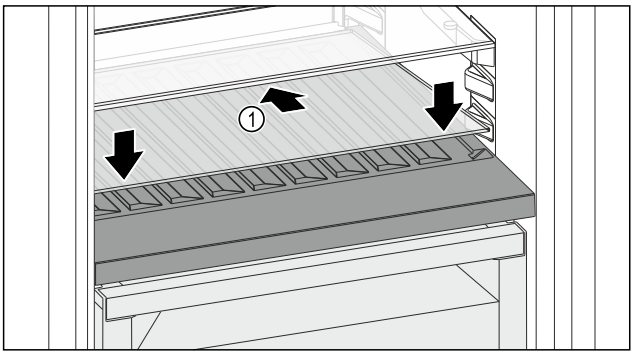

Fig. 174
▶ Place the glass shelf *Fig. 174 (1)* at an angle, sloping it downwards and backwards.
▶ Lower the glass shelf *Fig. 174 (1)* at the front.